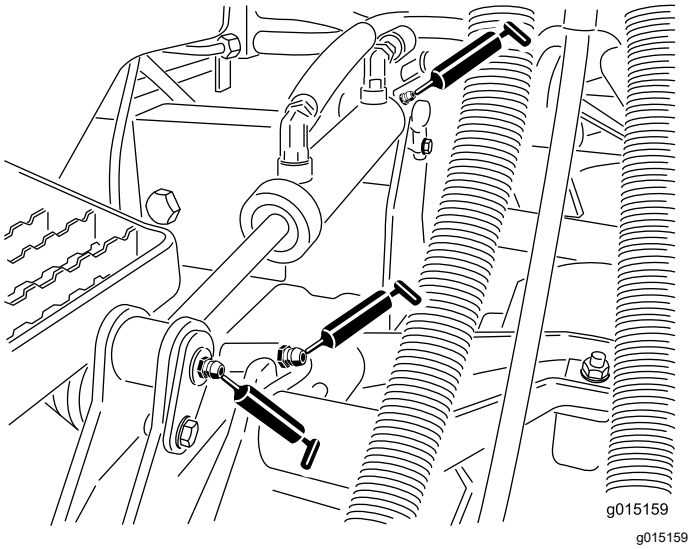

Figur 46
- Løftearmhylsene (én per klippeenhet) (Figur 46)
- Løftesylinderhylsene (to per klippeenhet) (Figur 46)